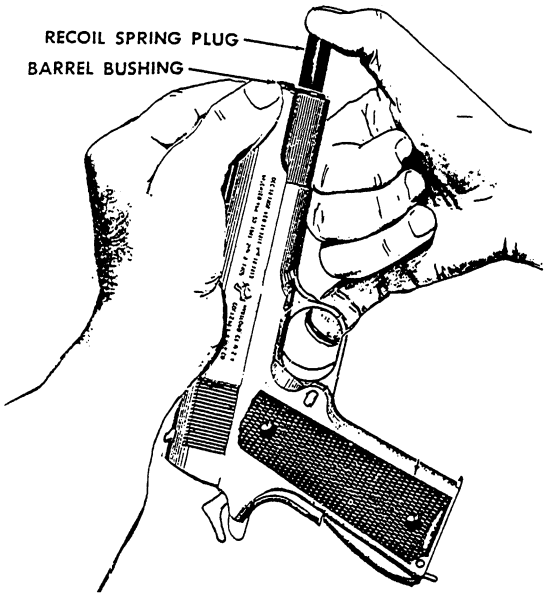

Figure 3-31.—Recoil spring plug removal from the recoil spring.
2. Press down on the recoil spring plug and turn the barrel bushing one-fourth turn clockwise, as shown in figure 3-31. Allow the recoil spring to expand slowly, under control, to prevent injury or loss of the part and remove the plug. Turn the recoil spring plug counterclockwise and remove it. Leave the recoil spring in place.
6. RECOIL SPRING PLUG. Push the slide frilly forward on the receiver and press the thumb safety lock upward to the SAFE position. Place the recoil spring plug on the recoil spring. Turn the recoil spring plug clockwise to lock the plug to the recoil spring. Holding the pistol, as shown in figure 3-31, insert the recoil spring and push downward on the recoil spring plug, compressing the spring until the plug is inside of the slide. Turn the barrel bushing counterclockwise to lock the recoil spring plug in place. Press the safety lock downward to the FIRE position and squeeze the trigger.